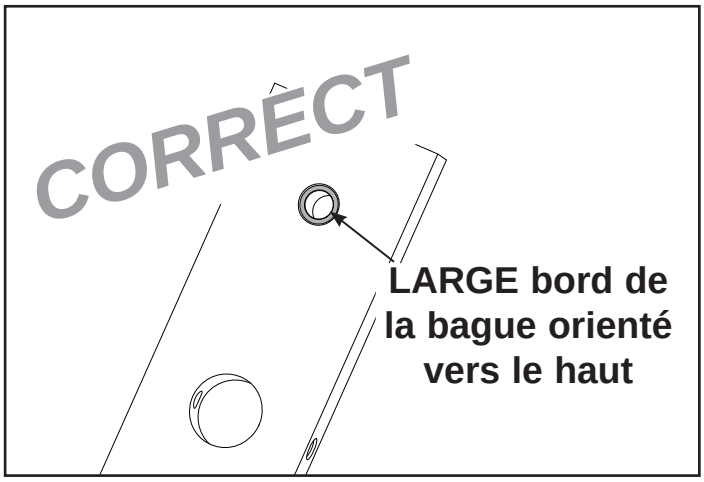

Figure 1A
M. Aligner soigneusement la plaque de poids sur les tiges guides et l'abaisser lentement. ***REMARQUE :*** *Lorsque vous installez les plaques de poids, positionnez-les de sorte que les larges bords des bagues soient orientés vers le haut et les bords étroits des bagues soient orientés vers le bas. Reportez-vous aux figures 1A et 1B.*